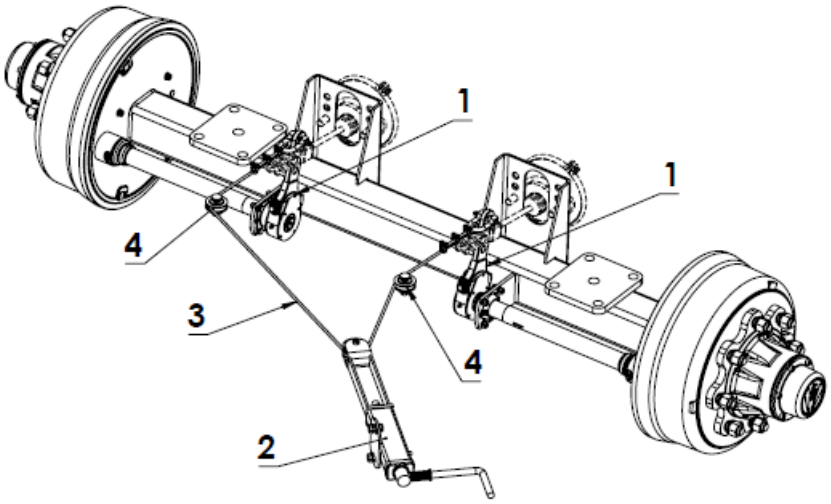

Rysunek 4.13 Hamulec postojowy
Hamulec postojowy służy do unieruchomienia przyczepy w trakcie postoju. Mechanizm korbowy hamulca (rys. 4.13, poz. 2), przykręcany jest do wspornika przy lewej podłużnicy ramy dolnej. Linka stalowa (3) prowadzona przez rolki (4), łączy dźwignie rozpieracza przedniej osi jezdnej (1) z mechanizmem korbowym. Napinanie linki (obrót korby mechanizmu zgodnie z kierunkiem obrotów wskazówek zegara), powoduje wychylenie dźwigni rozpieraczy, które rozchylając szczęki hamulcowe unieruchamiają przyczepę.